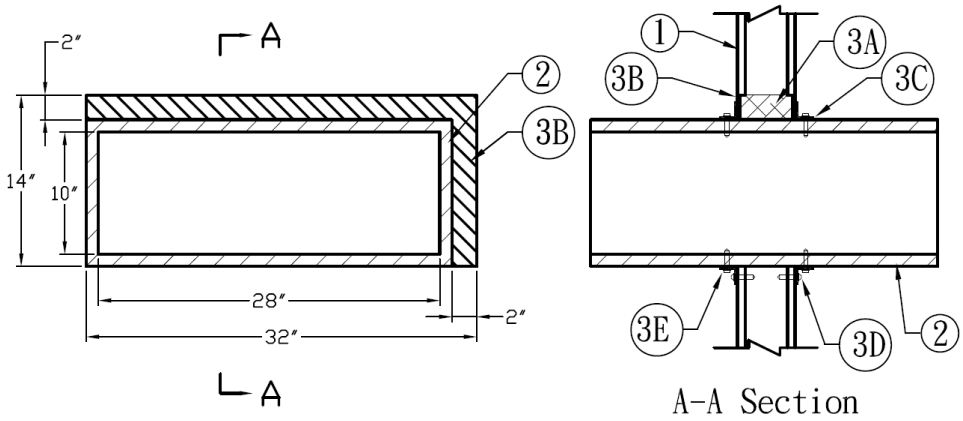

Figure 1. Through Penetration Firestop System
1. **SUPPORTING CONSTRUCTION:** Refer to Figure 1. Opening size shall be 4 in. larger in each direction than the uninsulated size of the penetrating duct. Create a rectangular, framed or solid-sided, through-opening in a symmetrical, Code-conforming, 1 hour fire-rated wall assembly consisting of the min. construction features of one of the following options:
2. **PENETRATING ITEM:** Refer to Figure 1 and Table 1. Position a max. 28 in. x 10 in., 18 GA, galvanized steel (min.) duct, insulated with two layers of IFTI FB01-15 Fireproof Blanket in the opening made in the Supporting Construction (Item 1). Establish an annular space, per Table 1, between the Penetrating Item and the Supporting Construction (Item 1).
3. **FILL, VOID, OR CAVITY MATERIAL:** Refer to Figure 1 and Table 1. Apply the following materials as indicated below: